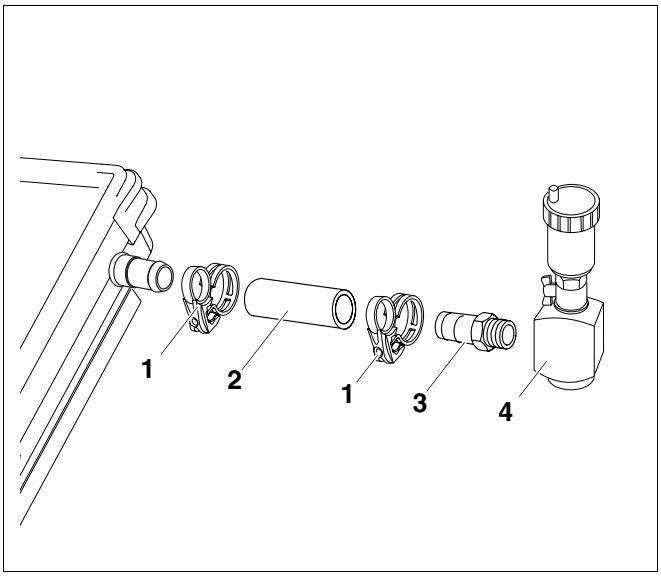

Afb. 56 Luchtbeker met ontluchter aan de vertrekleiding aansluiten
- Voor de vertrekaansluiting (bovenste aansluiting van de - vanuit hydraulisch standpunt - laatste collector) moet de korte slang (afb. 56, **pos. 2**) met de veerklemring (afb. 56, **pos. 1**) aan de collector gemonteerd zijn.
- Monteer de bijgeleverde flexibele slang (afb. 56, **pos. 3**) aan de luchtbeker (afb. 56, **pos. 4**).